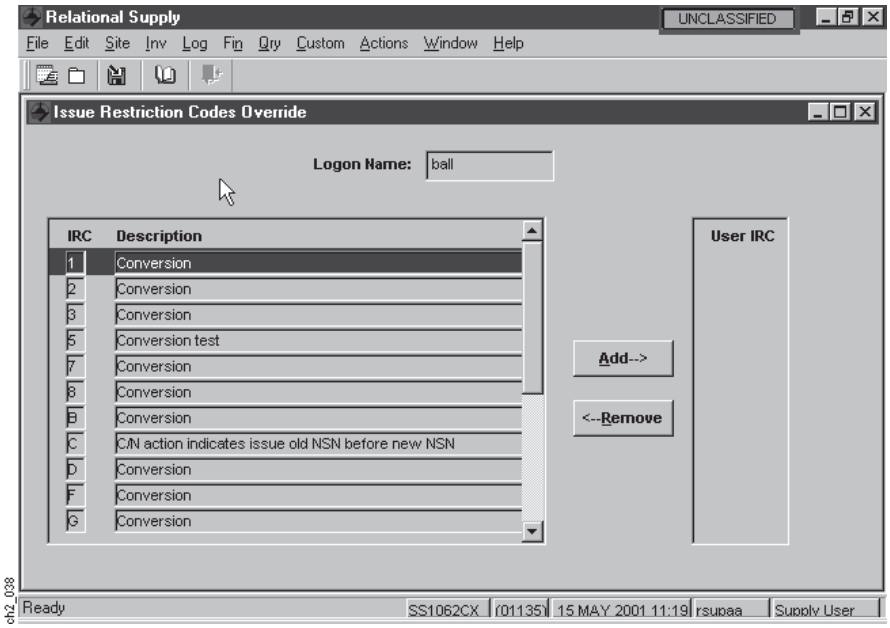

Figure 2-55
(2) Step 2. Select the row in the IRC Descriptions List on which the code that you wish to add appears to highlight it on the IRC Override Screen above (Figure 2-55) or select it from the User IRC List to remove it.
(3) Step 3. Select the Add Option to move your selection to the User IRC List or select the Delete Option to remove it and then select the OK Option.
(4) Step 4. Select the Apply Option from the Icon Menu Bar to finalize this process.
(5) Step 5. Select the Close Window Option to exit from this process.